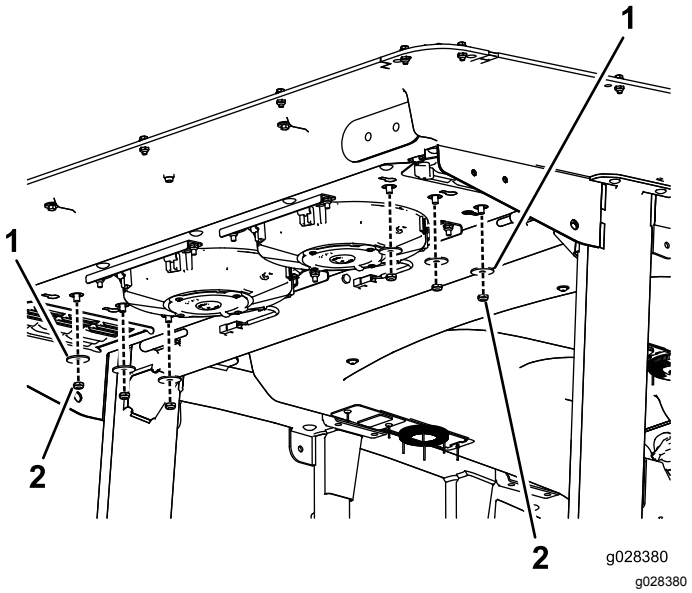

Figur 114
2. Fjern de seks møtrikker og spændeskiver fra bunden bagerst på førerhuset (Figur 114).